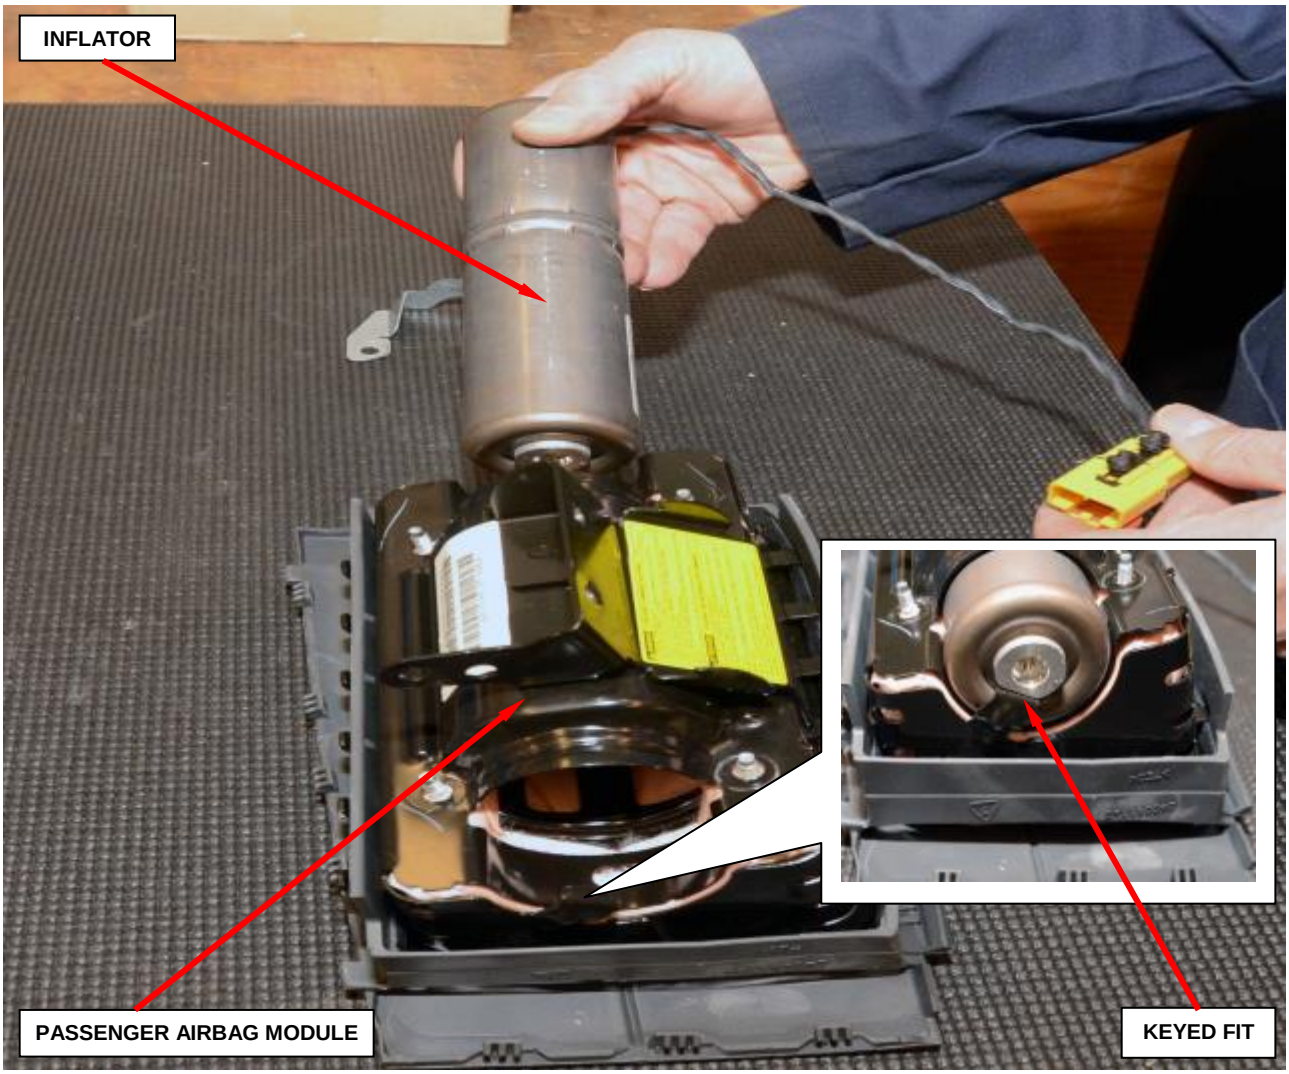

Figure 89 – Passenger Inflator Installation
g. Slide the new inflator into the passenger airbag module (Figure 89).
NOTE: The inflator is keyed to fit into the housing (Figure 89).